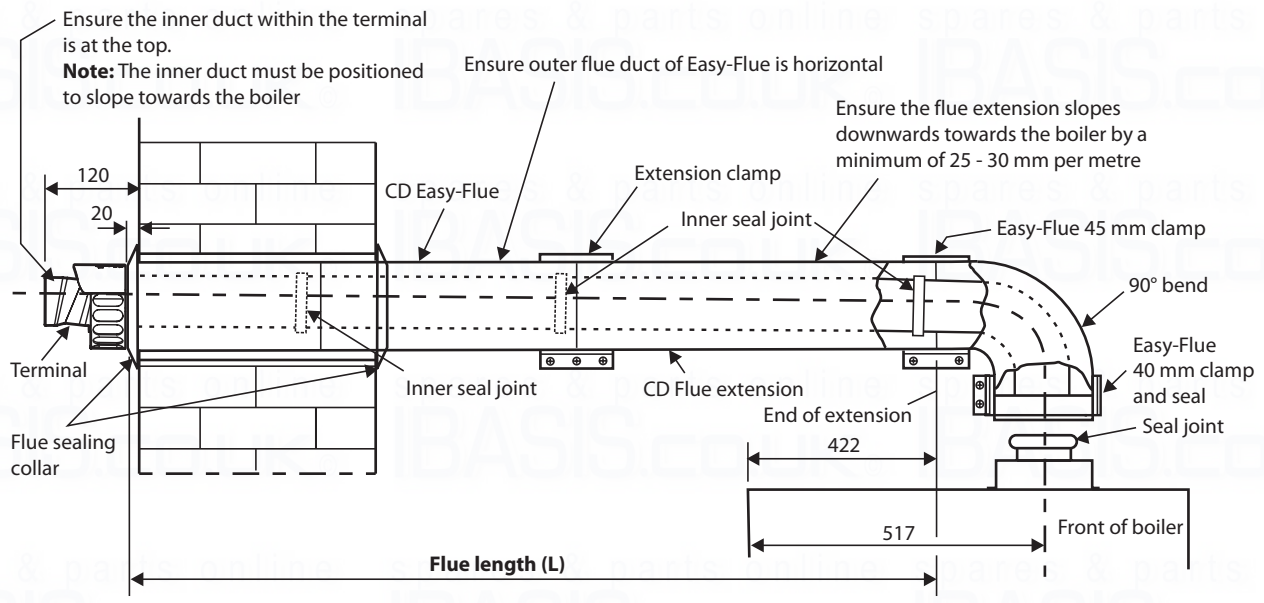

Fig. 1-11 - Left side flue
1.8 EXTENDING THE FLUE - FIG. 1-11
Note: Check the flue terminal protrudes 120 mm out of the wall and that the inner duct of the terminal is positioned correctly, i.e. the inner duct within the terminal is at the top. See Fig. 1-11 or 1.12.